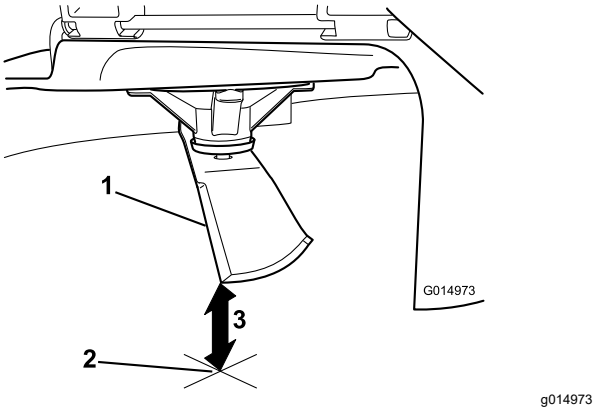

Figura 63
5. Meça da ponta da lâmina até à superfície plana (Figura 63).